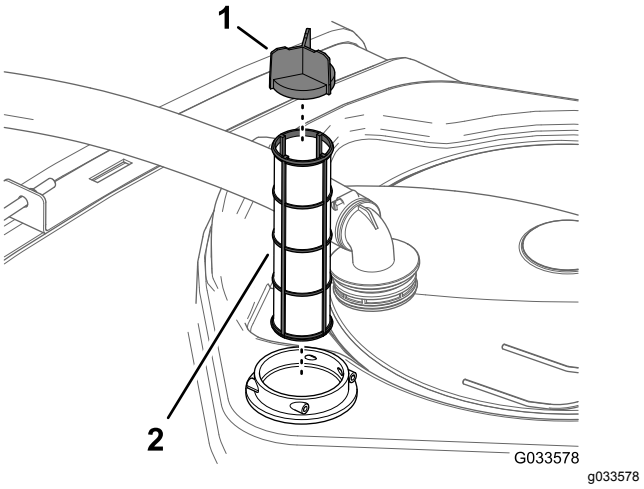

Figur 96
4. Trekk sugefilteret ut av filterhuset i tanken (Figur 96).